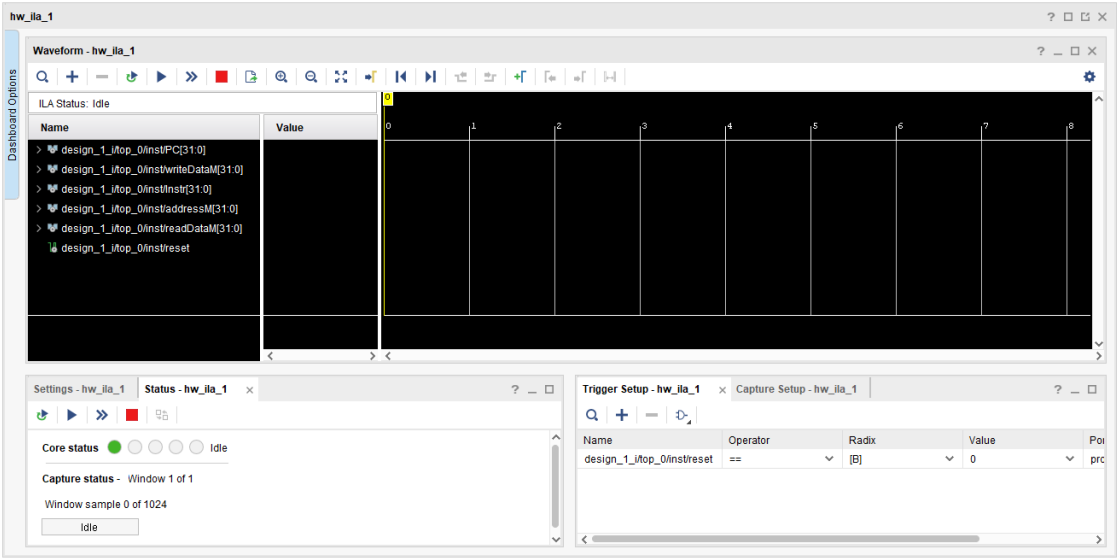

Figure 10: Signal Analyzer and Debug Trigger Menus
10. With the FPGA programmed and `BTN0` still held down, press the play button along the top panel of the signal analyzer view that has appeared in the Hardware Manager window to arm a debug trigger that has been pre-applied (i.e., Figure 10).